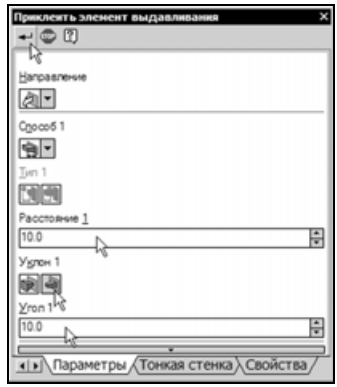

Рис. 4.9
- Для изменения высоты бобышки введите в поле **Расстояние 1** новое значение толщины 10. В поле **Уклон** введите значение 10, для определения направления уклона дополнительно включите кнопку **Уклон внутрь** и нажмите кнопку **Создать Объект** (рис. 4.9).